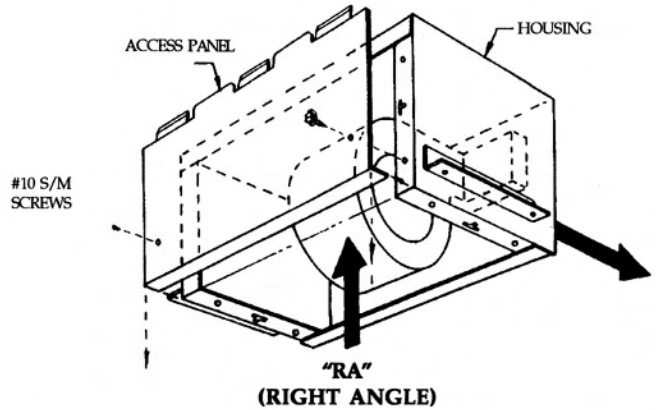

FIG.1
NOTE: As a standard, fans are furnished with a Right Angle (RA) discharge as shown in Fig. 1.
1) DISASSEMBLE THE ACCESS PANEL FROM THE HOUSING; FIRST REMOVE THE TWO #10 SHEET METAL SCREWS, THEN REMOVE The PANEL BY PULLING IT TOWARDS THE HOUSING OPENING AS SHOWN IN FIG. 1.